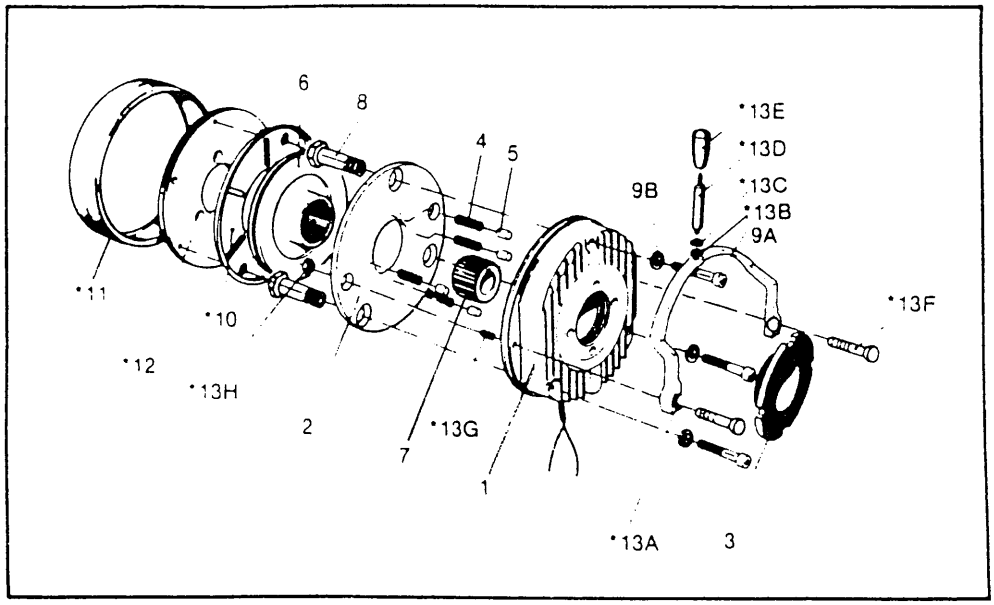

**FIGURE 2**
**A.** MANUAL RELEASE HANDLE (Position 13, Figure 2)
**B.** SEAL (Position 11, Figure 2)
**C.** MOUNTING FLANGE (Position 12, Figure 2) OR FRICTION PLATE (Position 10, Figure 2)
**1.** If a suitable counter braking surface for the friction rotor (6) is not available, separately screw the mounting flange to the machine. If the friction plate is used, it is fixed to the machine via the tightening screws discussed in Step 6.
**2.** Press the splined hub (7) onto the keyed shaft. Shaft tolerances should be a press fit. (Refer to Table 2 for specific shaft tolerances). Secure the hub axially with snap rings. Hubs with set screws are also available.
**3.** Slide the friction rotor (6) onto the splined hub (7). (NOTE: If the friction plate is used, slide it over the splined hub prior to installing the friction rotor.)
**4.** Assemble all hand release components as shown in Figure 2. Do not tighten nuts (13H) yet.
**5.** Place the mounting bolts (9A) and washers (9B) in the holes of the stator assembly (1).
When ordering parts refer to the exploded view in Figure 2 for the part description.